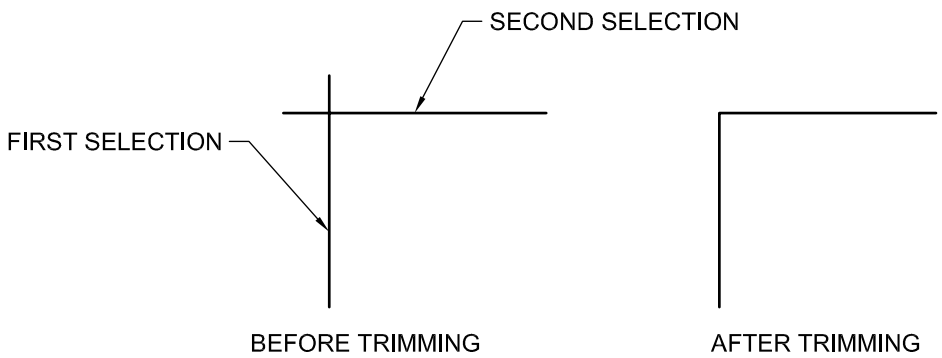

Figure 2-20 *Trimming the lines by using the* ***Corner*** *tool*
2. Click to select the two entities on the sides that you want to keep after trimming, refer to Figure 2-20. These two entities must be intersecting entities. The entities are trimmed from the point of intersection.